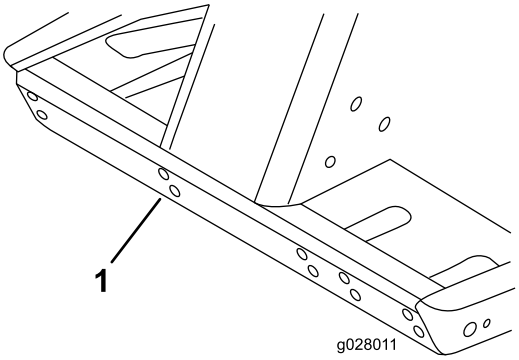

Figure 14
1. Install the mounting bracket to front of traction unit using mounting holes shown in Figure 14.